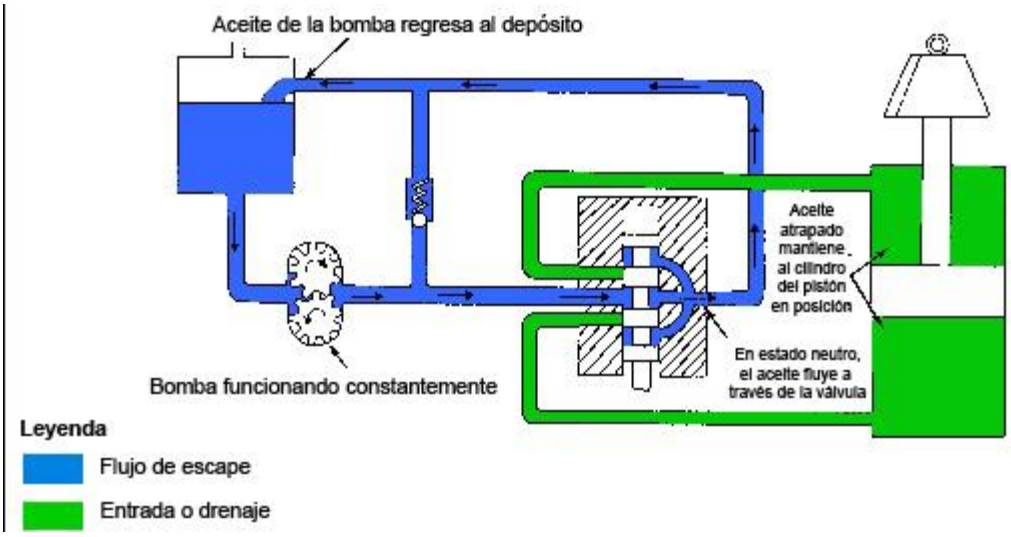

Figura 60
c. *Sistema de centro abierto*. En este sistema, un carrete de válvula de control debe estar abierta en el centro para permitir que el flujo bombeado pase por la válvula y Volver al reservorio. La Figura 60 muestra este sistema en la posición neutral. Un sistema de centro abierto es eficiente en funciones simples pero es limitado con funciones múltiples.